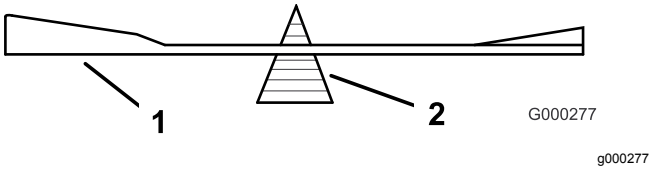

Figuur 94
2. Controleer de balans van het mes met een mesbalans (Figuur 94).